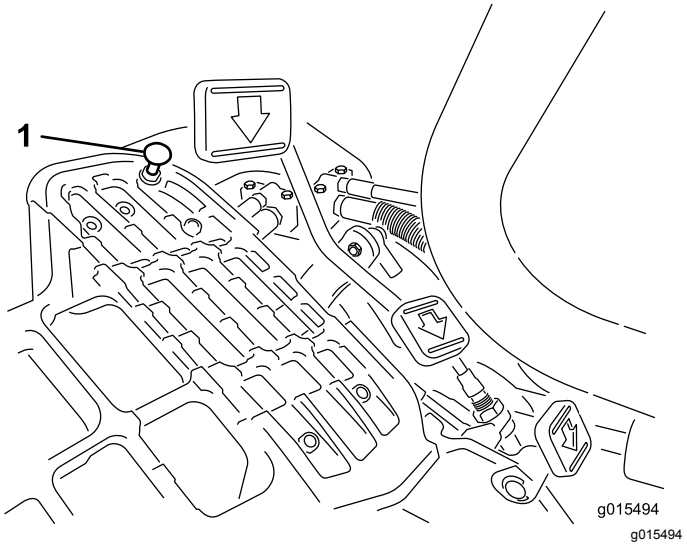

Rysunek 39
Aby uzyskać maksymalną prędkość transportową, należy ustawić dźwignię sterowania funkcją w pozycji TRANSPORTOWEJ i nacisnąć do końca pedał jazdy. Jeśli pedał dotyka ogranicznika (Rysunek 39), zanim da się wyczuć naprężenie linki, wówczas należy dokonać regulacji w następujący sposób:
1. Ustaw dźwignię sterowania funkcją w pozycji TRANSPORTOWEJ i poluzuj nakrętkę zabezpieczającą mocującą ogranicznik pedału do płyty podłogowej (Rysunek 39).